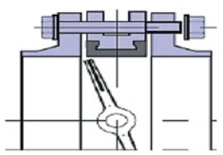

Рис. 4
5. Перед началом монтажа диск поворотного затвора необходимо немного приоткрыть, но так, чтобы диск не выходил за корпус дискового поворотного затвора (*рис. 4*).